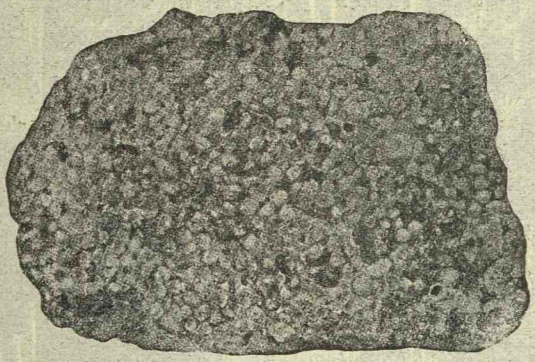

Fig. 115. Calcar pisolitic din colecția Universității.
6. **Calcarul pisolitic și oolitic** are înfățișarea unor boabe de mazăre, fig. 115, sau icrelor de pește lipite câte mai multe la un loc, sau deadreptul, sau printr'un fel de ciment.